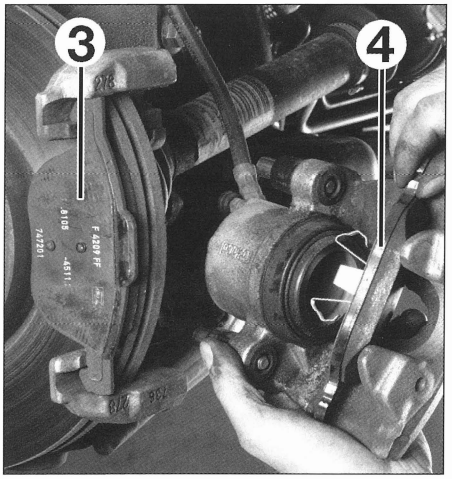

FIG. 9
• Recuperar la pastilla (3) que ha quedado en el soporte de pinza y desengrapar la segunda pastilla (4) del pistón **(fig. 9)**.